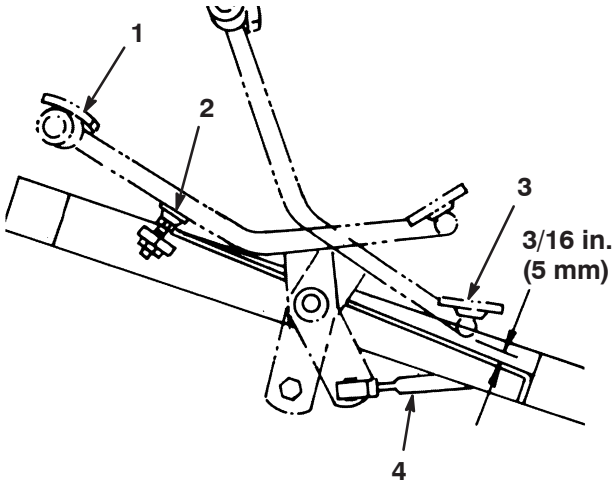

Figure 48
1. Press the traction pedal fully forward until the No. 5 section valve spool is completely pulled out. The pedal should contact the pedal stop (Fig. 48).
2. Check the distance between the bottom of the pedal and footrest as shown in Fig. 48. The distance shouId be approximately 3/16 in. (5 mm). If the distance is greater or less than 3/16 in. (5 mm), an adjustment to the traction control rod is required. Proceed as follows:
A. Remove the jam nut and ball joint securing the control rod (Fig. 48) to the traction shaft pivot.